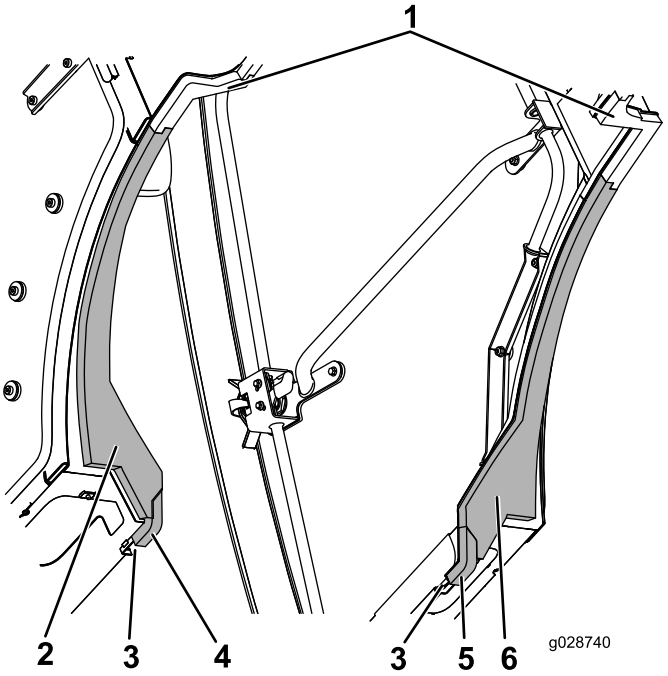

Figur 60
4. Juster de allerinderste kanter på skumelementerne på tanken til venstre og højre med skumelementerne til venstre og højre i midten, og lad tapperne gribe ind i hinanden (Figur 60).
5. Tryk den forreste kant på skumelementerne i venstre og højre side mod kanalen, og lad den vinklede bagkant på skumelementerne i siden gribe ind i tankens skumelementer (Figur 60).